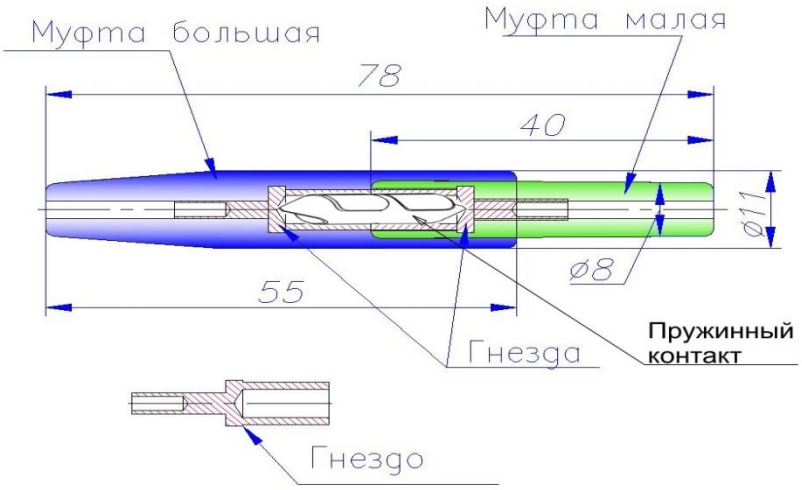

Рис.4
- **Герметичный электрический разъём** (рис. 4) состоит из двух резиновых муфт большой и малой, двух металлических гнёзд и пружинного двустороннего перьевого контакта.
4. Для соединения муфт разъёма между собой заполняют гнёзда любой непроводящей смазкой, вставляют в одно из гнёзд пружинный контакт и затем соединяют муфты между собой, как показано на рис. 4, также предварительно смазав сопрягающиеся части муфт непроводящей смазкой.